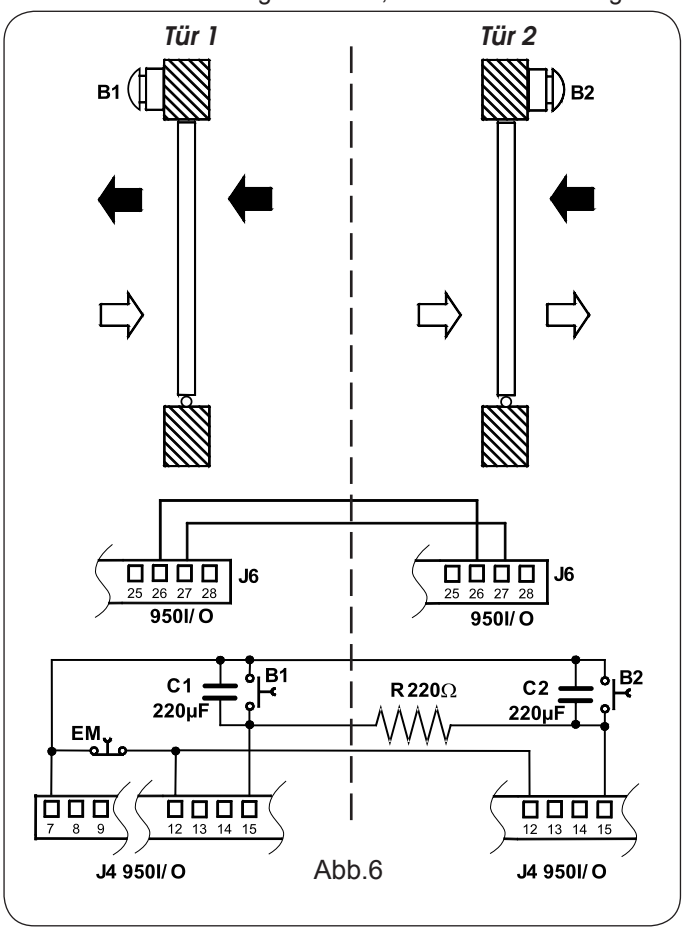

Abb.6
•Die Anschlüsse zwischen den Steuergeräten 950 I/O der beiden Automationen, den Tasten und den zusätzlichen elektronischen Komponenten gemäß den Angaben in Abb. 6 vornehmen.